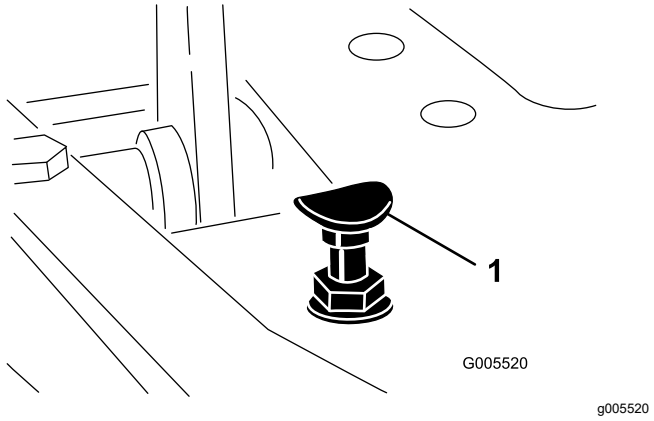

Figuur 42
Om de maximale transportsnelheid te verkrijgen, moet u de schakelhendel in de TRANSPORTSTAND zetten en het tractiepedaal intrappen. Als het pedaal contact maakt met de pedaalaanslag (Figuur 42) voordat u spanning op de kabel voelt, voer dan de volgende afstelprocedure uit:
1. Zet de schakelhendel in de TRANSPORTSTAND en draai de borgmoer los waarmee de pedaalaanslag is bevestigd aan de vloerplaat (Figuur 42).